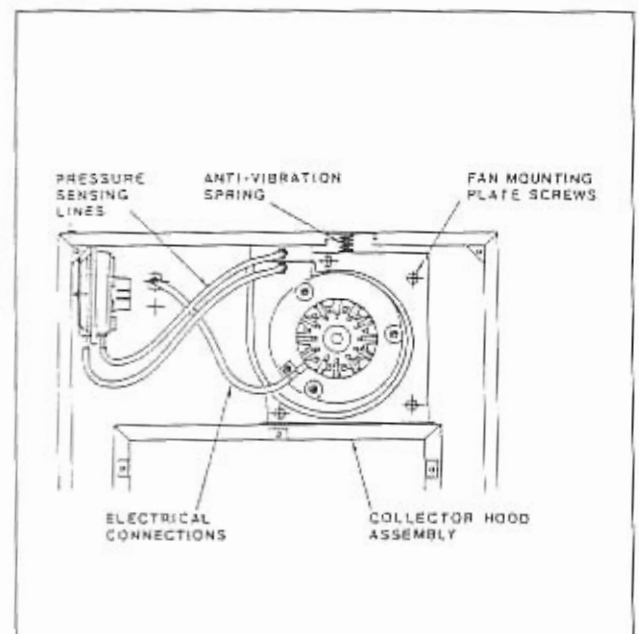

Fig. 20
- Remove the anti-vibration spring on the top of the collector hood (fig. 20).
- Remove the anti-vibration spring on the top of the collector hood (fig. 20)
- Re-assemble in reverse order, ensuring that the pressure sensing pipes and anti vibration spring are correctly re-fitted (figs. 20 - 21 - 22). The fan polarity is not important except the earth conductor (G/Y which is marked on the appliance). Refill, and re-commission the system as described in section 4